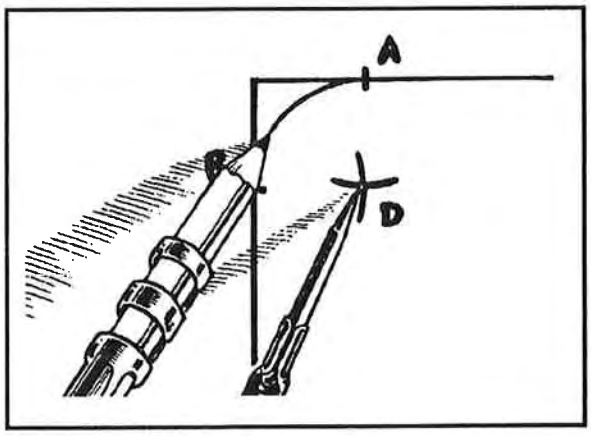

Figure 8-14. Corner radius
- Locate the compass leg at the intersection of the arcs and swing an arc from point A to point B. This establishes a ½-inch corner radius (Figure 8-14).